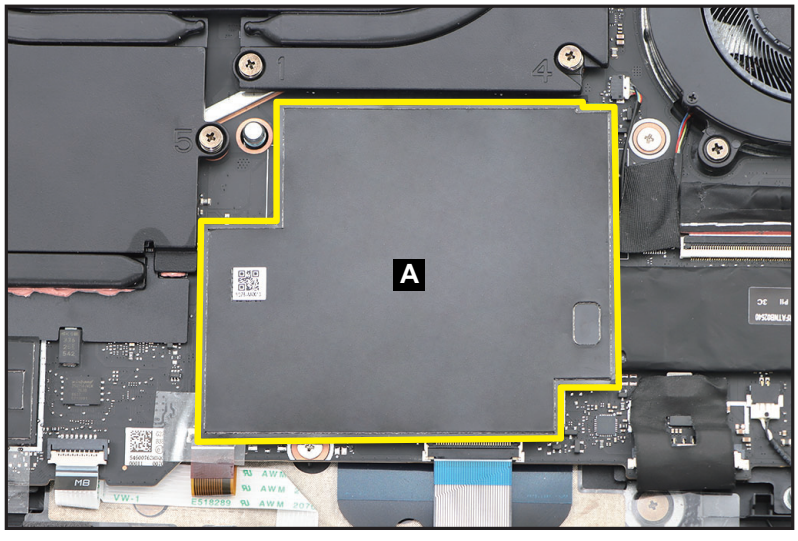

Figure 1-22. DIMM Module Removal
1. Detach the absorber with insulator mylar (A) covering the DIMM modules (Figure 1-22).